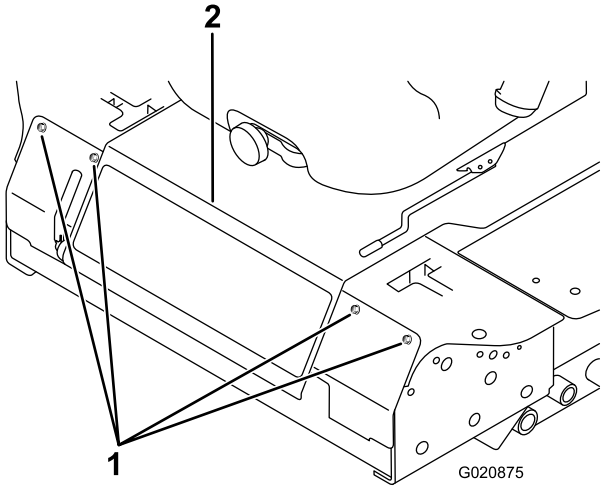

Rysunek 50
2. Usuń śruby mocujące panel przedni i zdejmij go (Rysunek 50).